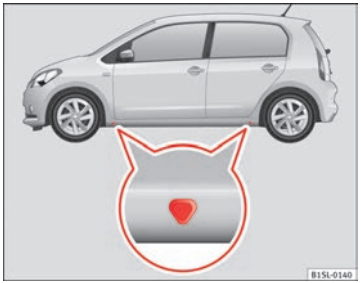

Fig. 146 Jack position points
The jack may be applied only at the jacking points shown (marks on chassis) ⇒ Fig. 146. Always the relevant jacking point for the wheel to be changed ⇒ ⚠.
5. Look below the vehicle for the jacking point ⇒ Fig. 146 closest to the tyre which has to be changed.